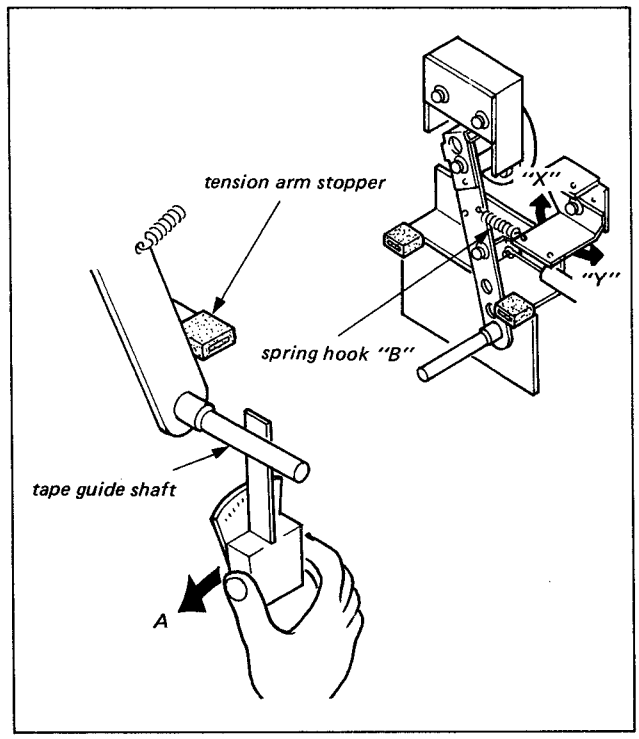

Fig. 5-8. Arm retaining force adj.
1. Set tension gauge to the Tape Guide Shaft of the Tension Arm as shown in Fig. 5-8. Push the Tape Guide Shaft by tension gauge in direction of arrow A shown in the figure. Confirm that the scale reading is 4 to 6 grams at the moment when the Tension Arm is detached from the stopper. If not, perform the following procedure.
2. Release the screw slightly which secure spring hook "B" in Fig. 5-8. Check the direction which spring hook "B" must be moved, then insert the eccentric driver into one of the two adjustment holes and move spring hook "B" in direction of "X" or "Y".
2. Cut the dotted portion of the Photo-coupler as illustrated in Fig. 5-8.